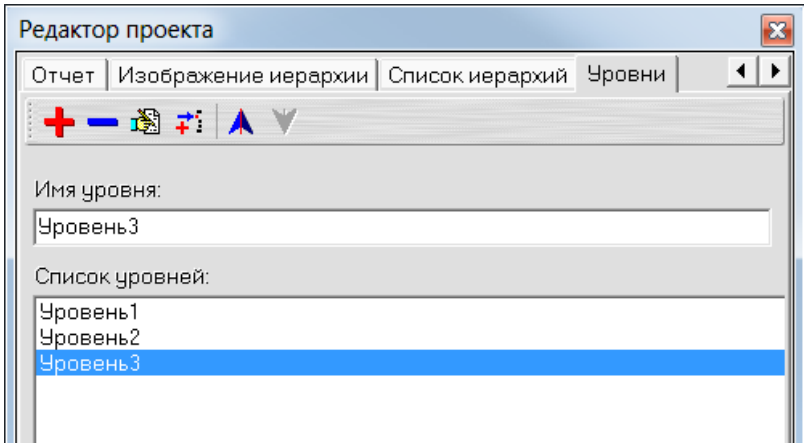

Рис. 13. Окно «Редактор проекта»
5. Появится список 3-х уровней (рис. 13).